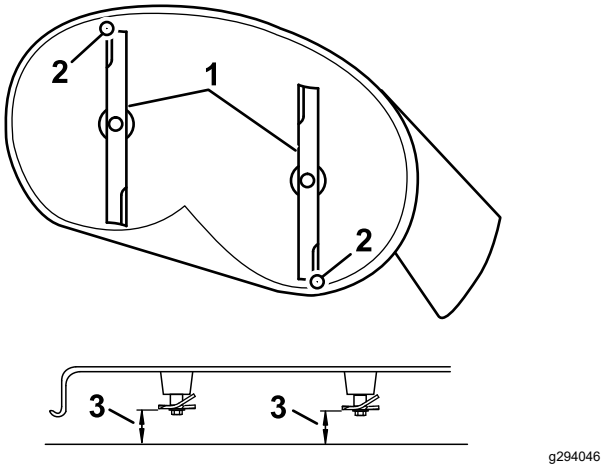
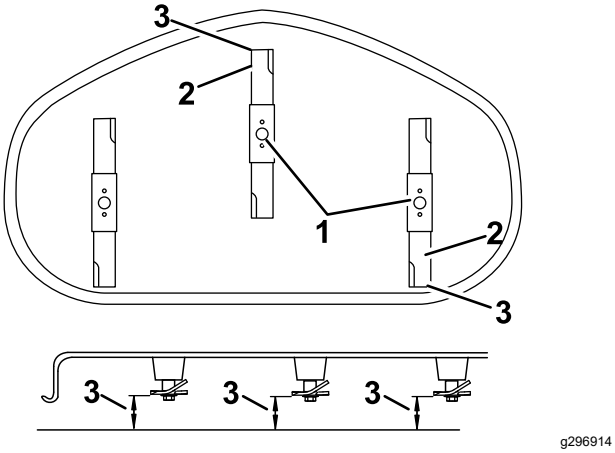

Figure 66
Figure 67
4. Faites pivoter les lames avec précaution pour faire passer les pointes avant à l'arrière (Figure 66).
5. Mesurez la distance entre la pointe de la lame avant et la pointe de la lame arrière par rapport à la surface plane (Figure 66 ou Figure 67).
4. Une fois le réglage effectué, vérifiez à nouveau l'inclinaison avant/arrière des lames ; continuez d'ajuster l'écrou jusqu'à ce que la pointe avant de la lame soit de 1,6 à 7,9 mm plus bas de la pointe arrière (Figure 66).